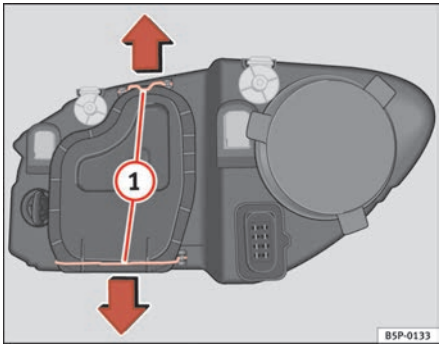

Fig. 187 Dipped head-lights
– Remove the loops ⇒ page 261, fig. 187 (1) in the direction of the arrow and remove the cover.